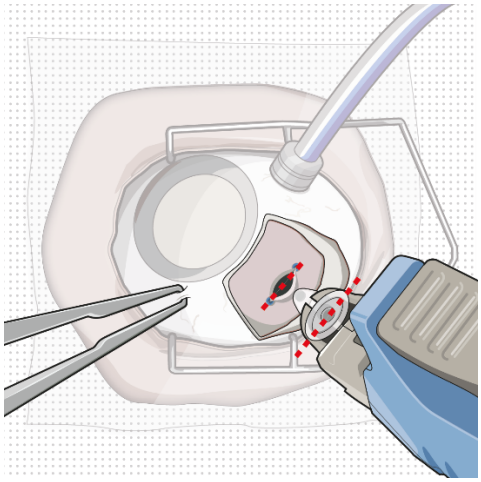

Figure 37
- Orient the long axis of the implant flange with the length of the sclero-pars plana incision (Figure 37).